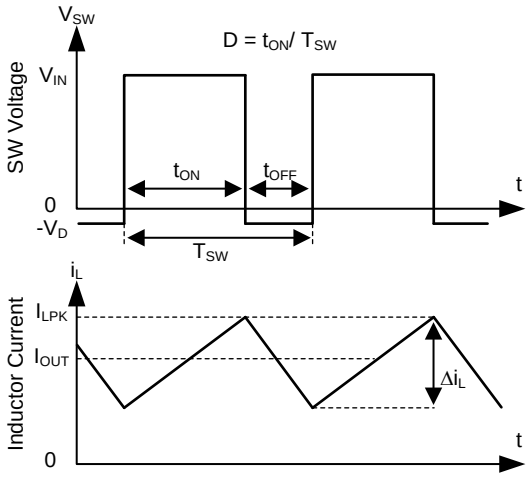

Figure 13. SW Node and Inductor Current Waveforms in Continuous Conduction Mode (CCM)
The following operating description of the LMR23625-Q1 refer to the *Functional Block Diagram* and to the waveforms in Figure 13. LMR23625-Q1 is a step-down synchronous buck regulator with integrated high-side (HS) and low-side (LS) switches (synchronous rectifier). The LMR23625-Q1 supplies a regulated output voltage by turning on the HS and LS NMOS switches with controlled duty cycle. During high-side switch ON time, the SW pin voltage swings up to approximately V_{IN}, and the inductor current i_L increase with linear slope ($V_{IN} – V_{OUT}$) / L. When the HS switch is turned off by the control logic, the LS switch is turned on after an anti-shoot-through dead time. Inductor current discharges through the LS switch with a slope of $–V_{OUT}$ / L. The control parameter of a buck converter is defined as duty cycle D = t_{ON} / T_{SW}, where t_{ON} is the high-side switch ON time and T_{SW} is the switching period. The regulator control loop maintains a constant output voltage by adjusting the duty cycle D. In an ideal buck converter, where losses are ignored, D is proportional to the output voltage and inversely proportional to the input voltage: D = V_{OUT} / V_{IN}.